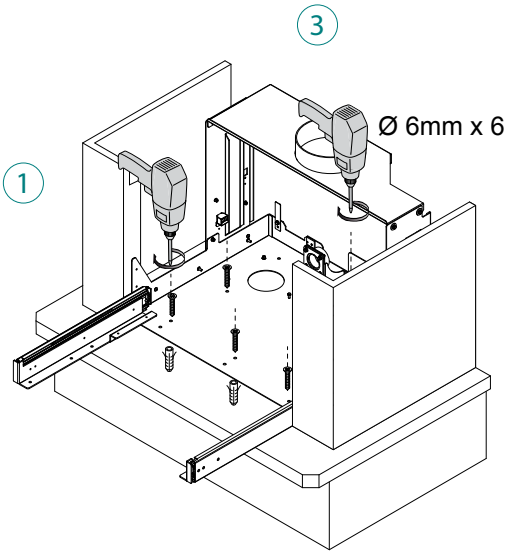

fig. 6.1.9
9) Insérer les chevilles de 6 mm dans les trous effectués et fixer la base avec les vis. (3) - (Fig. 6.1.9)